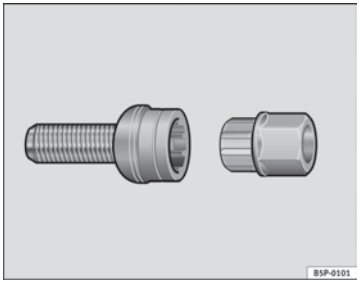

Fig. 127 Anti-theft wheel bolt
- Insert the adapter onto the wheel bolt and push it on as far as it will go ⇒ fig. 127.